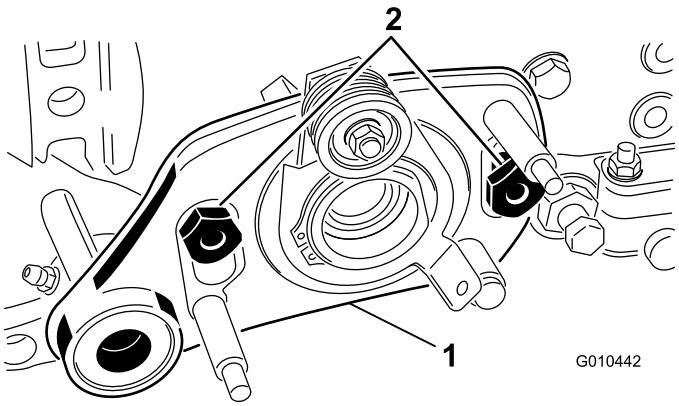

Рисунок 6
9. Вставьте узел левого привода на болты и закрепите его 2 гайками с буртиками (Рисунок 6).